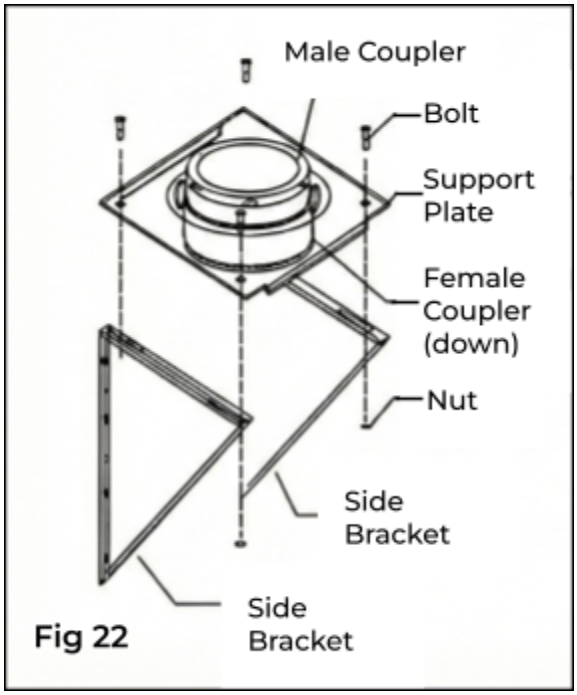

Fig 22
4. **Install Base Wall Support, Tee and Tee Cap:** Assemble the Base Wall Support Kit (Fig 22) by attaching the 2 triangle brackets to the support plate, with the hardware supplied (female coupler of the insulated coupling section on the Base Plate faces down, male end faces up). Install one 10" Chimney Section (or longer as required) to the horizontal branch of the insulated Tee. Lock securely into the Tee by twisting clockwise. A Chimney Pipe Clamp (included) must be installed at this connection. Make sure the clamp is facing down to prevent any water from collecting in the Chimney Pipe Clamp.